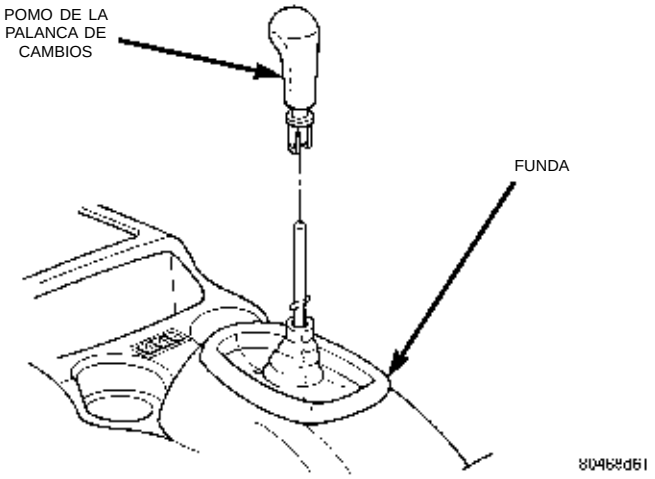

Fig. 8 Pomo de la palanca de cambios
(1) Empuje la funda del cambiador hacia abajo y sepárela del pasador de rodillo del cambiador.
(2) Haga presión en las patas del pomo del cambio de marchas separándolo del pasador de rodillo del cambiador empleando una herramienta de palanca de hoja plana.
(3) Retire el pomo del mango del cambiador (Fig. 8).